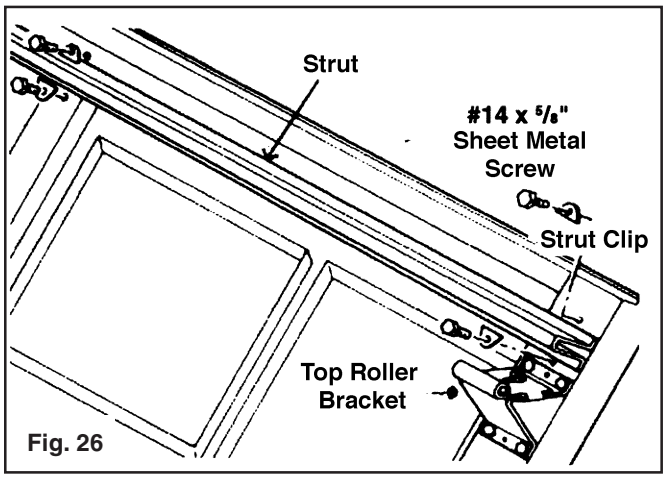

Fig. 26
**Step 11:** Place the last section on the saw horses. Attach the top roller brackets as shown. The top roller brackets are to be attached with three (insulated doors) or four (non-insulated doors) #14 x 5/8" sheet metal screws. The top of the bracket should be located 3 1/4" down from the top of the door. The bottom of the bracket goes in smaller holes 6 1/4" from top of section. (FIG. 26)
If your door was supplied with any struts one will be attached to the top section as shown. (FIG. 26) (Consult chart on top of page 15.) DO NOT use the pre-drilled holes in the strut. Attach strut with strut clips provided.